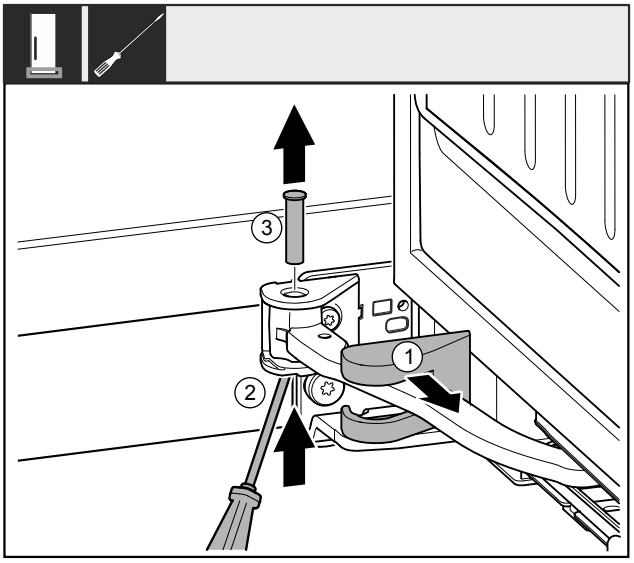

Fig. 10
▶ 卸下托架盖 *Fig. 10 (1)*并沿着铰链移动。
▶ 将螺栓 *Fig. 10 (2)*用螺丝刀从下方提起。
▶ 从上方拉出螺栓 *Fig. 10 (3)*。